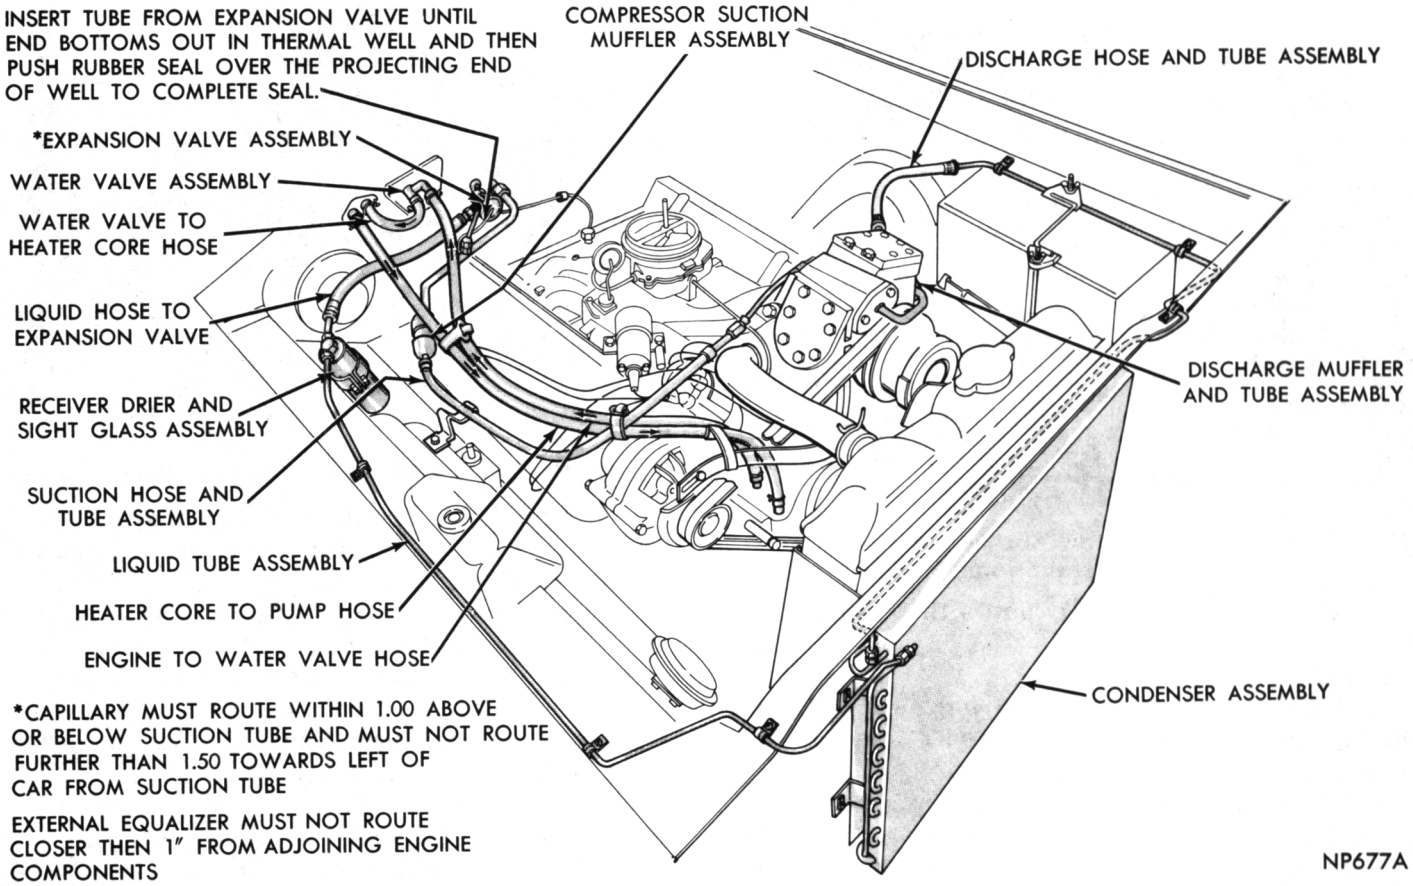
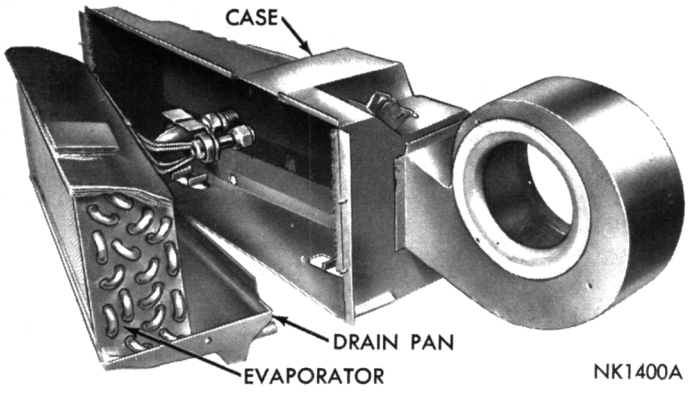

Fig. 79—Conditioning and Heater Plumbing (383, 440 and 426 Cu. In. Engine) Belvedere, Satellite
Fig. 82—Evaporator Removed from Case
(7) Install fresh air-recirculating air inlet hose.
(8) Install the heater core inlet-outlet tube assembly, a drop or two of clean water on the "O" rings will facilitate installation.
(9) Install temperature control valve capillary tube in heater core cover.
(10) With the air conditioning door open approximately one inch, install the distribution housing.
(11) Install the flexible hoses to the instrument panel outlets.
(12) Install glove box assembly.
(13) Connect the heater hoses (Figs. 79 thru 81) and fill cooling system. For summer operation as well as winter operation, be sure the system is protected with the proper type and amount of antifreeze.
(14) Install air cleaner and connect battery cable.
(15) Start engine, operate until normal engine operating temperature is obtained and test operation of the heater assembly.
EVAPORATOR (Figs. 82 and 83)
(1) Disconnect cable at battery negative post, drain cooling system, remove air cleaner, disconnect heater hoses (Figs. 79 thru 81) and remove blower motor air hose.
(2) Disconnect suction line and expansion valve from evaporator. Use two wrenches to loosen each of these connections. **Cap all refrigerant openings to prevent the entrance of dirt and moisture.**
(3) Remove cooler duct and hoses.
(4) Remove distribution housing, defroster hoses and fresh air hose.
(5) Remove glove box.
(6) Disconnect actuator vacuum hose cluster at control switch and at "Tee" source connector.
(7) Disconnect electrical connections at resistor block.
(8) Remove right hand spot cooler duct and spot cooler (held by two button head spring clips).
(9) Remove Ranco valve sensing tube and brace at center of housing.
(10) Remove the five mounting stud nuts at the firewall.
(11) Pull the unit towards rear of car until all studs are clear of firewall, then move the unit towards the right, tilting the unit down and remove from under the instrument panel and to the work bench for disassembly.
(12) Remove the floor air actuator bracket.
(13) Remove heater core housing seven attaching screws and the two screws attaching the actuator to the housing to facilitate removing the four stud nuts.
(14) Raise heater core housing slightly to release from lip of evaporator housing and separate the heater unit from the evaporator unit.
(15) Remove the six evaporator attaching screws and carefully remove the evaporator and drain pan from case (Fig. 82).
(6) Install blower motor wires and air tube.
(7) Use new "O" rings with clean refrigerant oil on all connections, then install the suction line and the expansion valve to the evaporator fittings. **Use two wrenches to prevent rotation and twisting of the lines.**
(8) Connect the heater hoses (Figs. 79 thru 81).
(9) Install the Ranco valve sensing tube.
(10) Install the right hand spot cooler and duct.